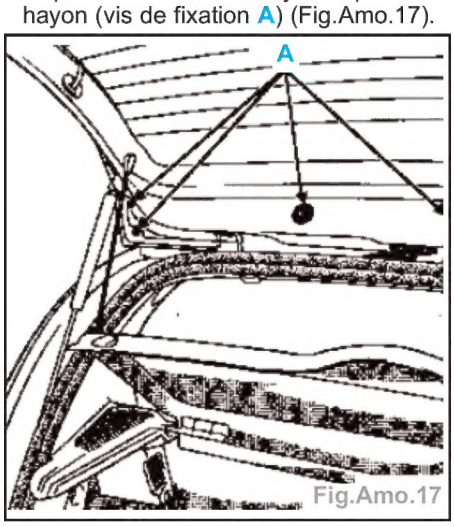

Fig.Amo.17
- Déposer l'élément aérodynamique sur le hayon (vis de fixation **A**) (Fig.Amo.17).